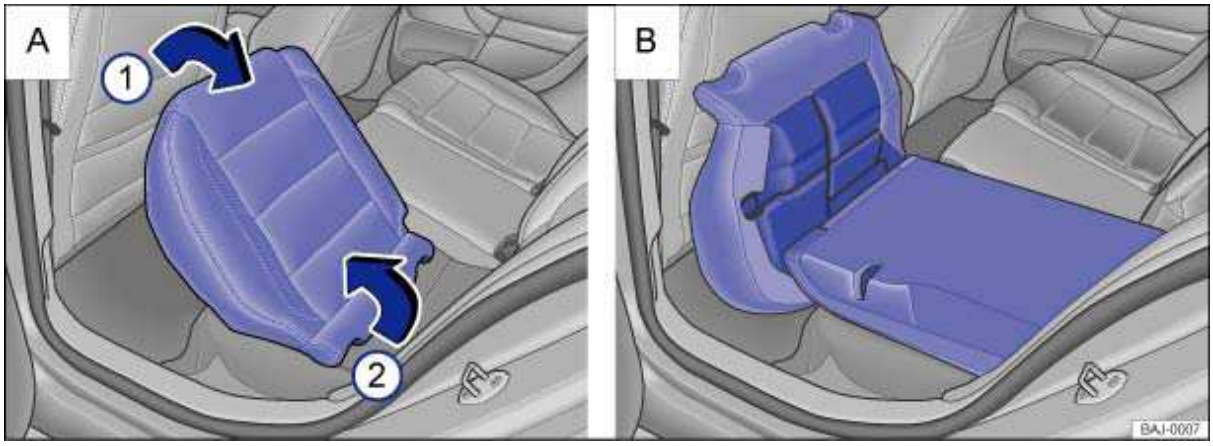
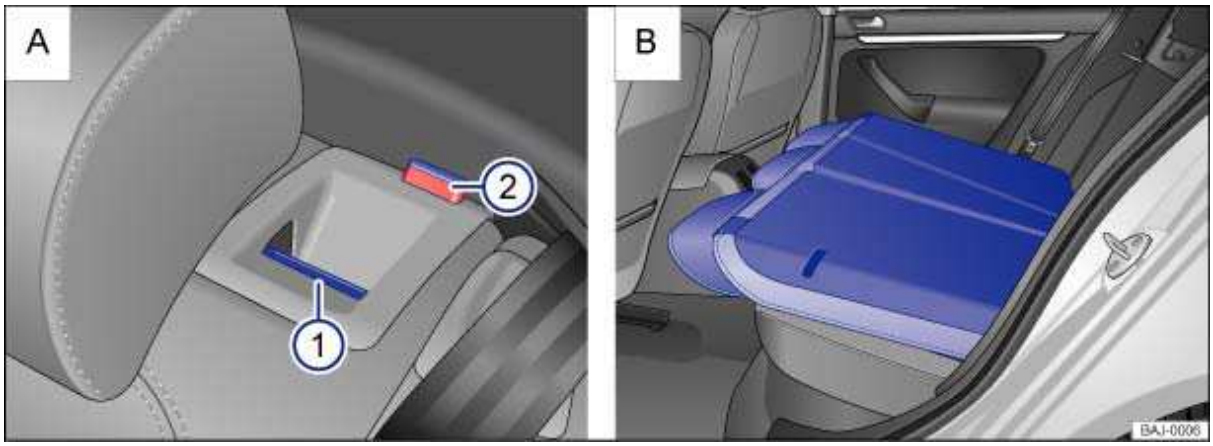

Fig. 96 Rear seat bench: folding up seat cushion.
Fig. 97 A Rear seat bench: release button 1, red mark 2. B Seat backrest folded forward.
- Pull the strap and lift the seat cushion by its front edge ⇒ fig. 96 **A** (1).
- Fold the seat cushion forward **A**, (2).
- Pull the release button forward ⇒ fig. 97 **A**, (1). You can't fold the seat backrest down until the red marking on button **A**, (2) is visible.